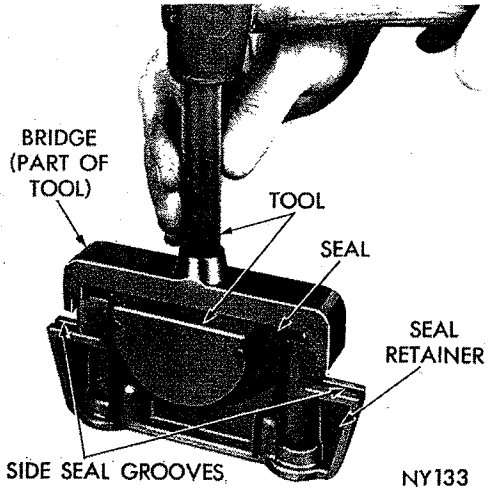
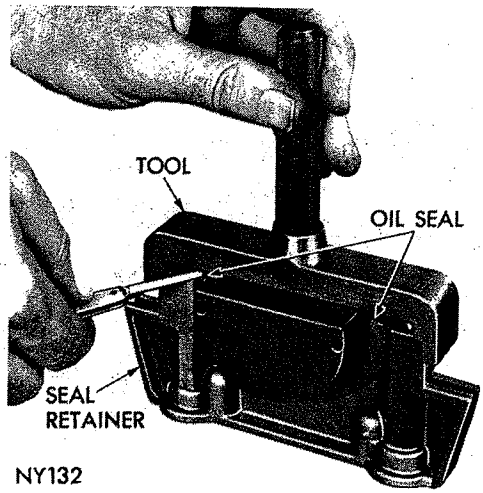

*Fig. 44—Installing Rear Main Bearing Oil Seal (Tool C-3743)*
*Fig. 45—Trimming Rear Main Bearing Oil Seal (Tool C-3743)*
(1) Install a new seal in seal retainer so that ends protrude (Fig. 44).
(2) Install the bridge on the tool and tap seal down into position until tool is seated.
(3) Trim off portion of seal that protrudes above cap (Fig. 45).
(4) Install two side seals in grooves in seal retainer.
(5) When installing seal retainer, tighten screws to 30 foot-pounds.